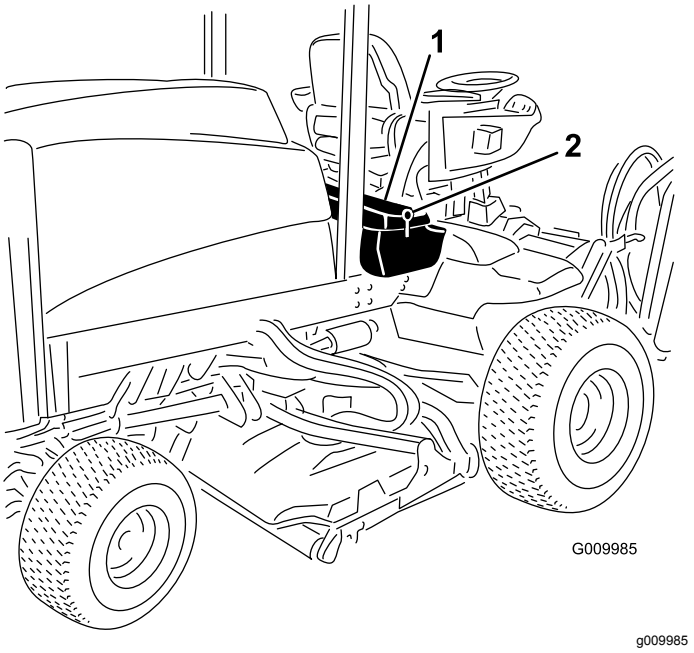

Figur 60
1. Lossa och fäll upp konsolpanelen (Figur 60).